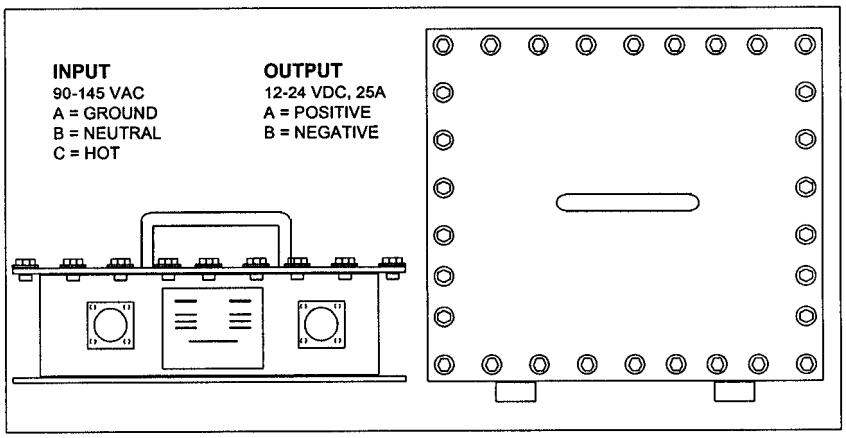

Figure 6-3
a. The power supply has a gasketed cover and is suitable for use in an exposed marine environment (Figure 6-3). The supply can be pole mounted or installed in a vented enclosure.
switch. Early models are provided with connectors but must be made up at a facility capable of soldering the pin connections. Later versions came with a 10 foot pig-tail attached to each connector. Pin connections are detailed in Figure 6-3. Use 10/3 or 12/3 SO cable for input to the supply.
c. The output is capable of supplying up to 25 amps. Pin connections are detailed in Figure 6-3. Up to 6 AWG wire may be installed in the connectors or spliced to the pig-tails to limit voltage drop to the load.